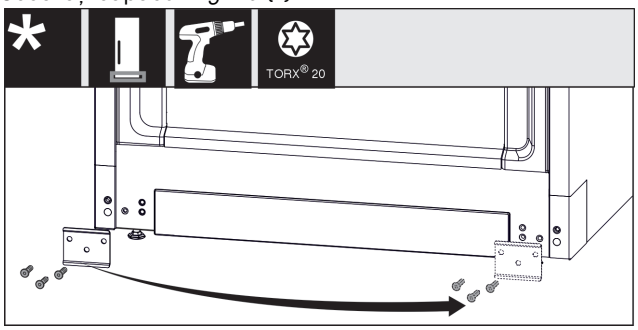

Fig. 21
- ▶ Deșurubați placa de tablă *Fig. 21 (1)*, mutați-o pe cealaltă parte și înșurubați-o din nou.